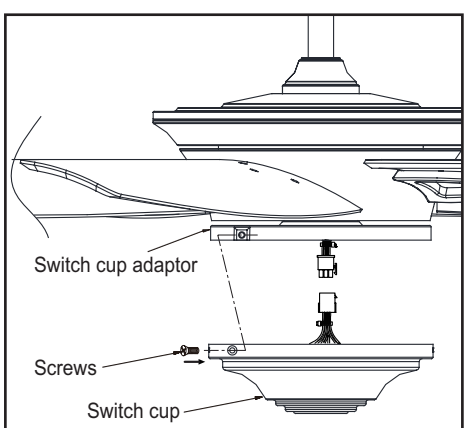

Figure 15
3. Remove three screws from the switch cup adaptor. Connect the molded adaptor plug in the switch cup with the molded adaptor plug of the fan motor assembly. (Figure 15)
4. Attach the switch cup to the fan by aligning the three screws holes on switch cup with the screw holes on the switch cup adaptor Install the three screws that were removed in step 3. Tighten all three screws firmly. (Figure 15)